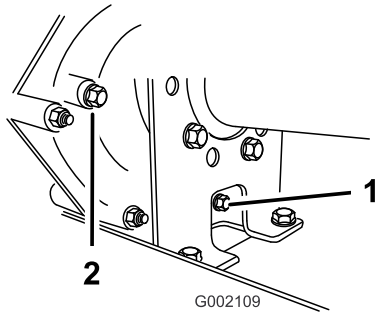
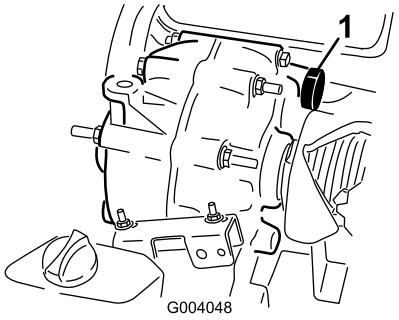

Figuur 42
Figuur 43
2. Verwijder de aftapplug uit de rechterkant van het reservoir (Figuur 42) en laat de vloeistof in een opvangbak lopen. Plaats de aftapplug terug wanneer er geen vloeistof meer naar buiten stroomt, en zet deze goed vast.
3. Vul het reservoir (Figuur 43) met ongeveer 1,4 liter SAE 10W30-motorolie of totdat het oliepeil de onderkant van de opening van de niveau-aanwijzer bereikt (Figuur 42).